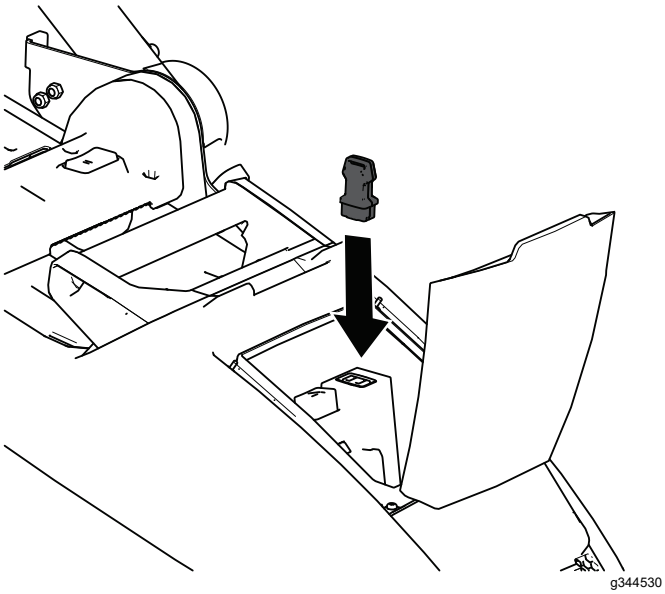

**Figura 10**
2. Montate la chiave di sicurezza sulla macchina (Figura 10).
1. Rilasciate la barra di comando della lama (Figura 10).
2. Rimuovete la chiave di sicurezza dalla macchina (Figura 10).